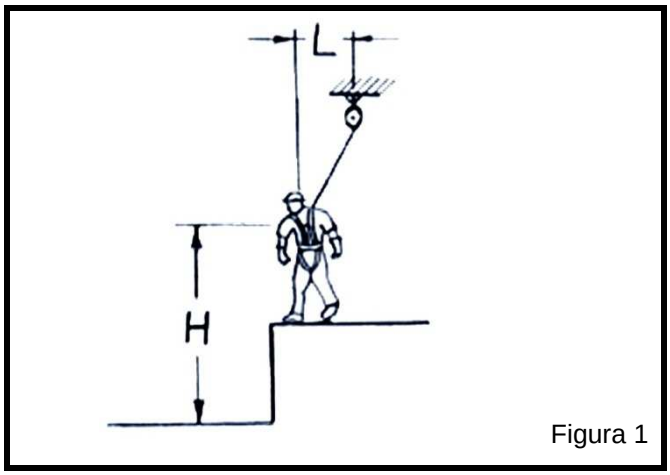

Figura 1
- Quando fixado acima da cabeça do usuário (figura 1) permite movimentação horizontal (L) de até um terço da distância entre o ponto de ligação do cinturão e o solo (H).